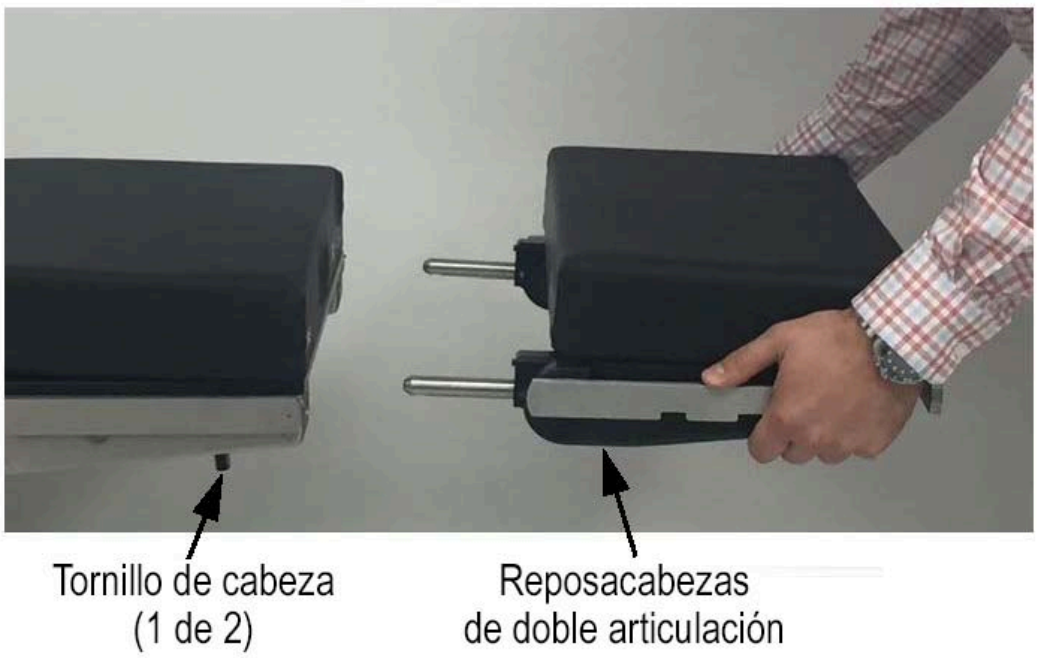

Figura 4-10. Instalación del reposacabezas
1. **Afloje completamente ambos tornillos de bloqueo ubicados en el borde inferior del marco posterior (consulte *Figura 4-10*).**